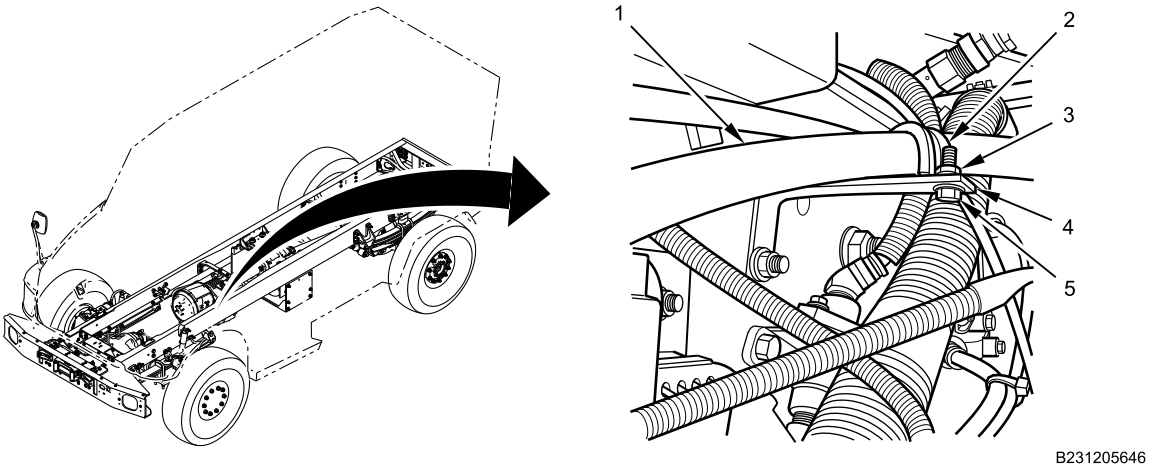

Figure 4. Air Line Hose Support Bracket.
9. Remove nut (Figure 4, Item 3) and bolt (Figure 4, Item 5) securing hose clamp (Figure 4, Item 2) to bracket (Figure 4, Item 4) located near transmission.
10. Remove hose clamp (Figure 4, Item 2) from air compressor delivery air line hose (Figure 4, Item 1).